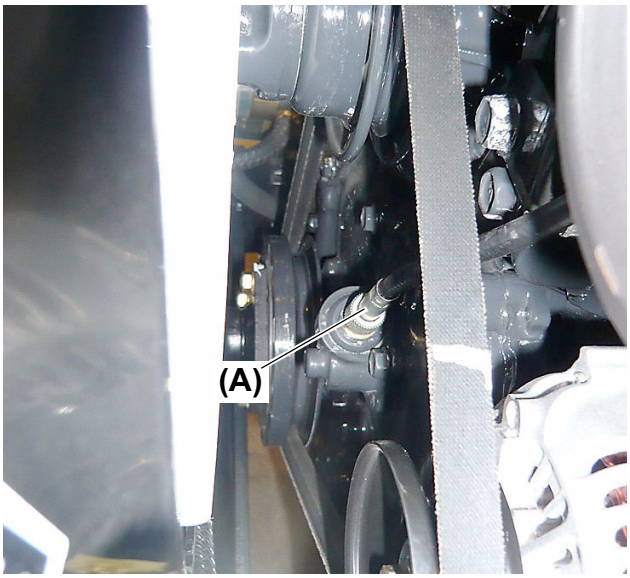

Fig. 4
7. Unscrew the hour meter cable **(Fig. 4, (A))** from the mounting point on the engine.